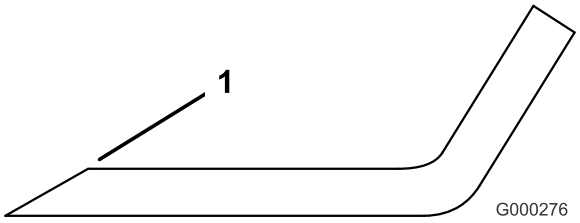

Figur 73
1. Bruk en fil til å slipe eggen i begge ender av kniven (Figur 73). Opprettholden den originale vinkelen. Kniven opprettholder balansen hvis like mye materiale fjernes fra begge kniveggene.